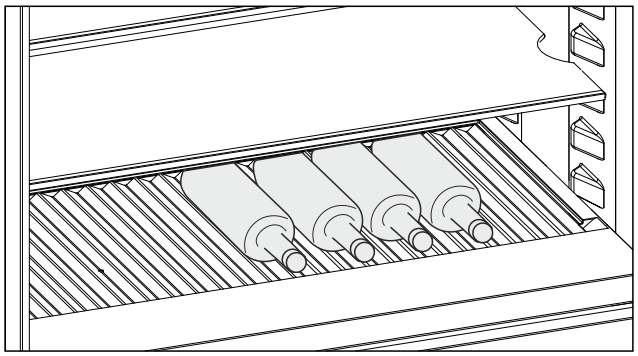

Fig. 167 Représentation à titre d'exemple
▶ Placer les bouteilles avec le fond orienté vers la paroi arrière de l'appareil. (voir Fig. 167)